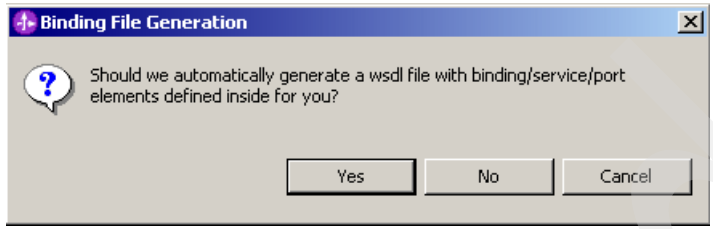

Figure A-90 Binding File Generation window
6. In the Binding File Generation window (Figure A-90), select **Yes**.